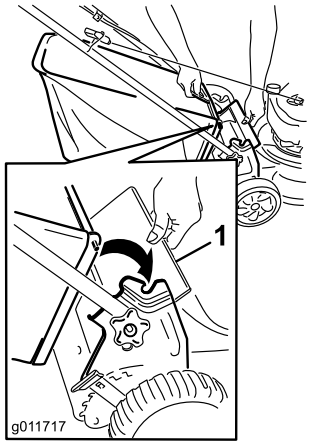

Figur 19
1. Lyft upp den bakre gräsriktaren (Figur 19).
2. För in gräsuppsamlarens handtag i spåren på handtagsfästena (Figur 19).